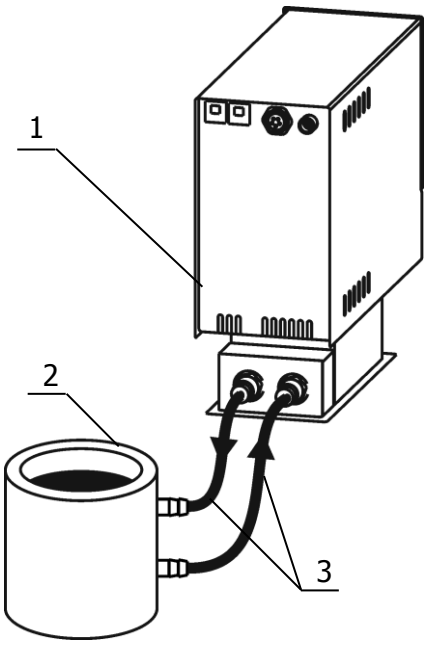

Рисунок 4 — Подключение внешнего потребителя
2.2.6 Для подключения к термостату 1 (рисунок 4) внешнего потребителя 2 закрытого типа использовать соединительные шланги 3, соответствующие по техническим характеристикам выбранному типу теплоносителя и его максимальной рабочей температуре. Концы соединительных шлангов надежно закрепить на штуцерах блока регулирования и внешнего потребителя.